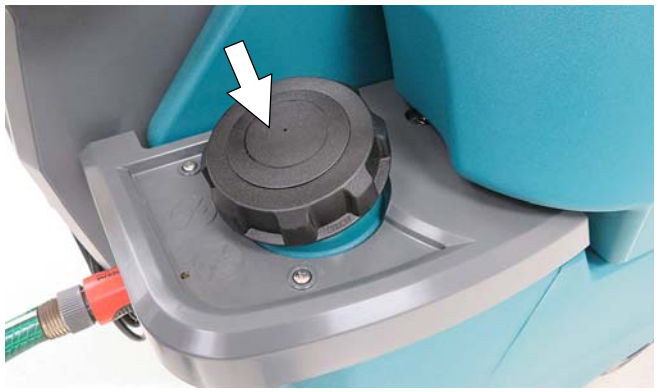

FIG. 26
3. Before filling the solution tank with the auto-fill option make sure the solution tank cap is securely in place (Figure 26).